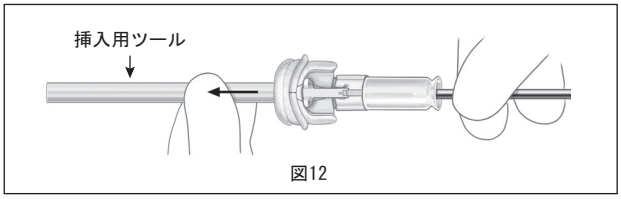

図12
15. アルミニウム製の可鍛性ハンドルをつかんで弁を固定してから、弁とホルダーから挿入用ツールを引っ張り、取り外します（図12）。